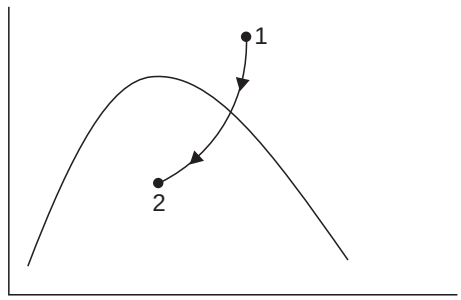

Fig. 13
24. The Fig. 13 shows an isometric cooling process 1-2 of a pure substance. The ordinate and abscissa are respectively